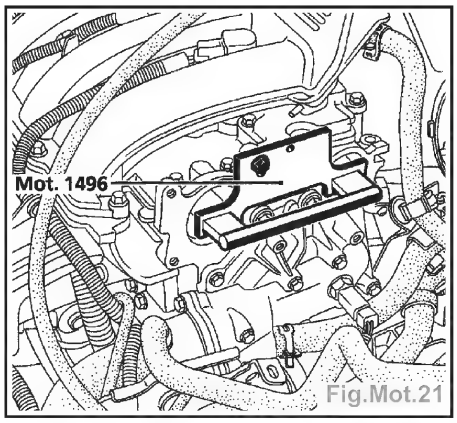

Fig.Mot.21
- Placer le **Mot. 1496** se fixant en bout des arbres à cames (Fig.Mot.21).
- Mettre en place (sans forcer) le **Mot. 1496** de calage des arbres à cames (Fig.Mot.21) (les rainures des arbres à cames doivent être horizontales (Fig.Mot.18)). Si l'outil ne s'engage pas, il faut refaire le calage de la distribution et la tension.
- Placer le **Mot. 1496** se fixant en bout d'arbres à cames (Fig.Mot.21).